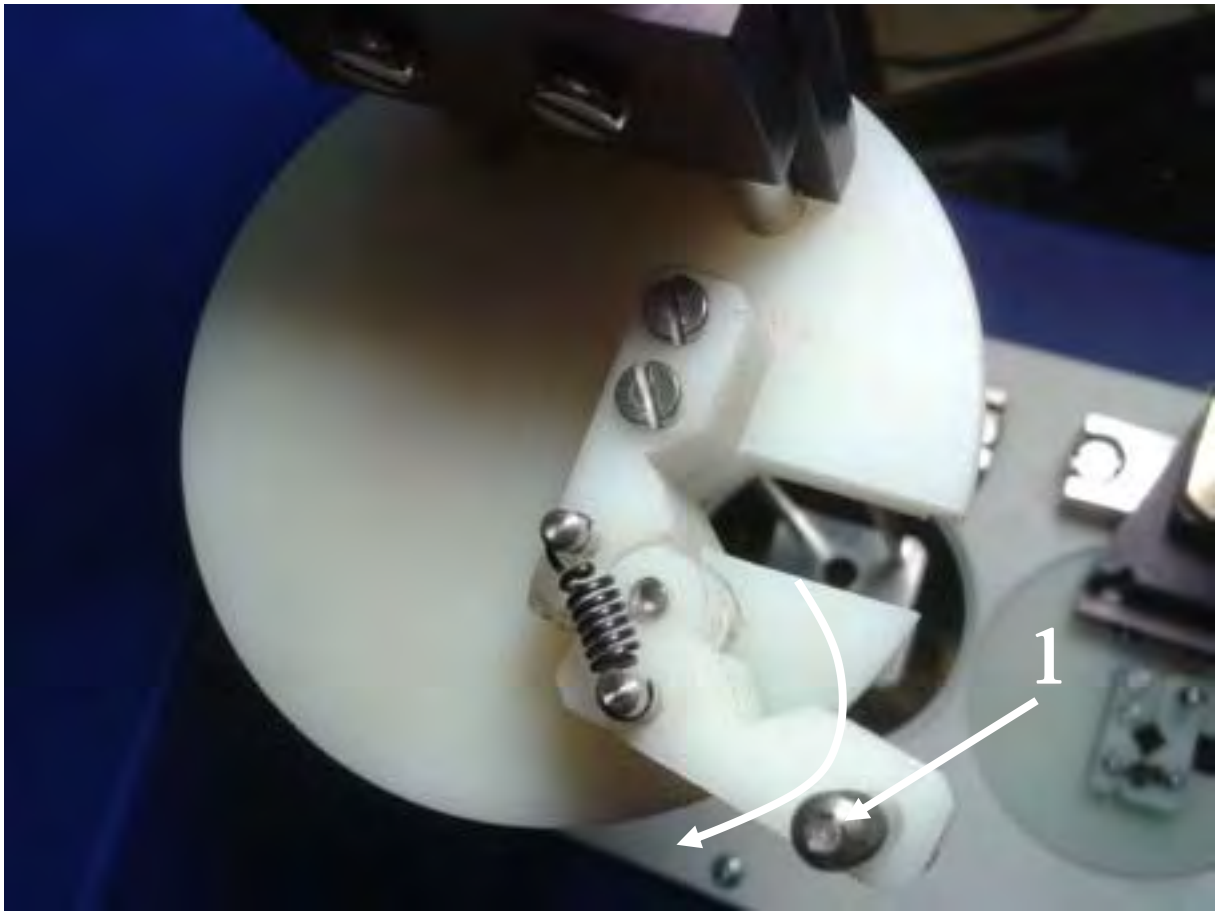

Рис.4.
- открыть фиксатор вискозиметра, потянув за рычаг 1 рис. 4;